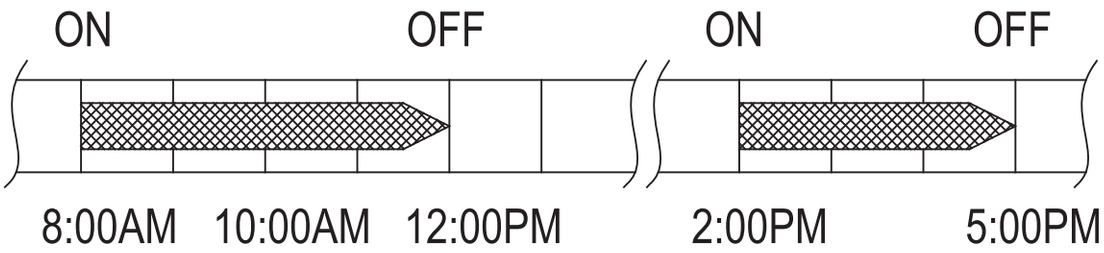

Fig. 38 —Weekly Timer Display
1. Press **POWER** and the air conditioner turns **OFF** temporarily. The air conditioner turns back on automatically when the **ON** timer's set time is reached. For example, press **POWER** once at 10:00 AM, the air conditioner turns back on at the timer setting 2:00 PM (Fig. 38).